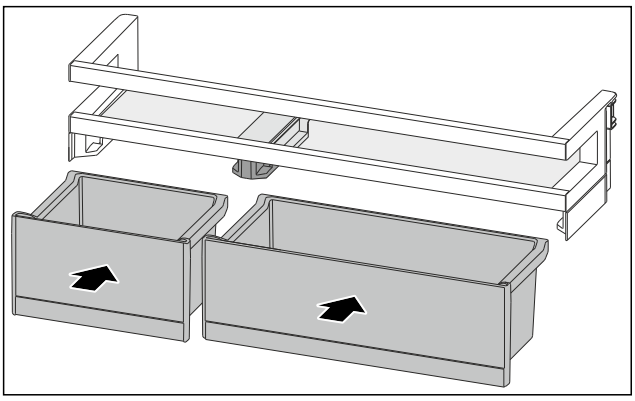

Fig. 128
▶ Insert the VarioBoxes in reverse order. (see Fig. 128)